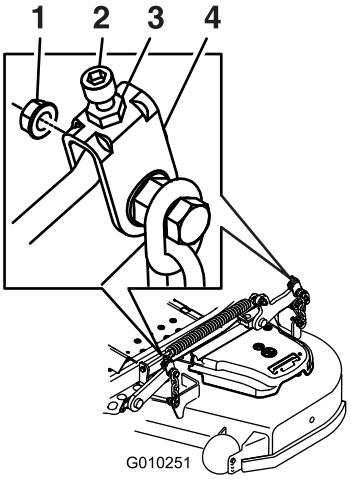

**Figure 86**
10. If needed, loosen the whizlock nut on the side of the yoke and the jam nut on top. Fine tune the screw adjuster by turning it to get 7.6 mm (3 inch) height (see Figure 86).
16. Fine tune the screw adjuster by turning it to get 8.3 mm (3–1/4 inches) height (Figure 86).